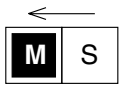

Fig. 21
(1) When connecting the BEV unit to the BS unit in the heating/cooling free system, turn the SS1 on the A1P to M (Main) for only one of the BEV units connected to the remote controller on which heating/cooling switching is made possible. **(Refer to Fig. 21)**